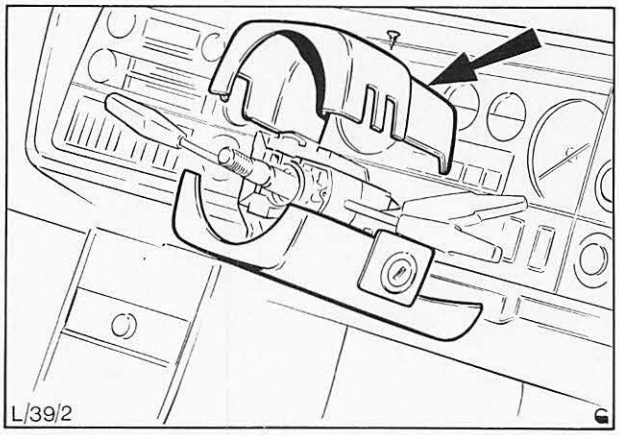

Abb. 1 Obere Lenksäulenverkleidung abbauen (Lenkrad zur besseren Übersicht abgebaut)
2. Obere Lenksäulenverkleidung abbauen, Abb. 1.